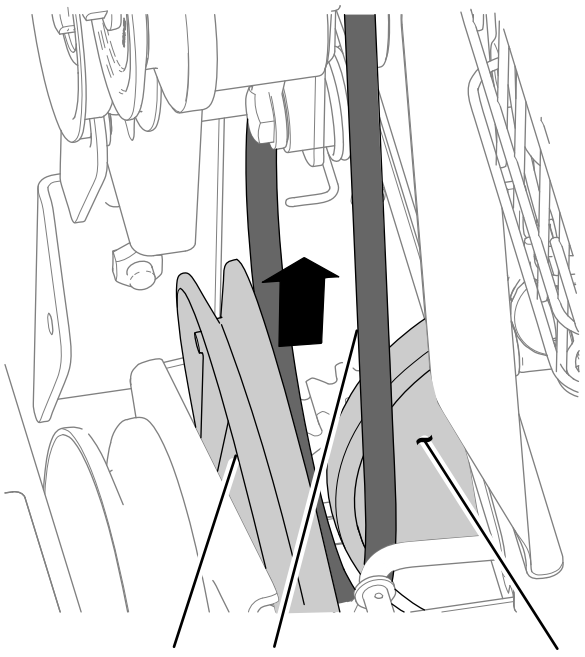

Figur 43
6. Før trekkfunksjonsremmen ut av sporet i trekkfunksjonsskiven og opp mellom skiven og friksjonshjulet (Figur 43).
1. Juster trekkremmen mellom friksjonshjulet og trekkfunksjonsskiven (Figur 43).